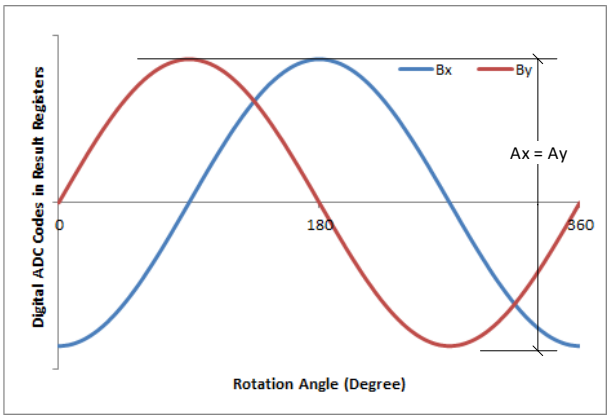
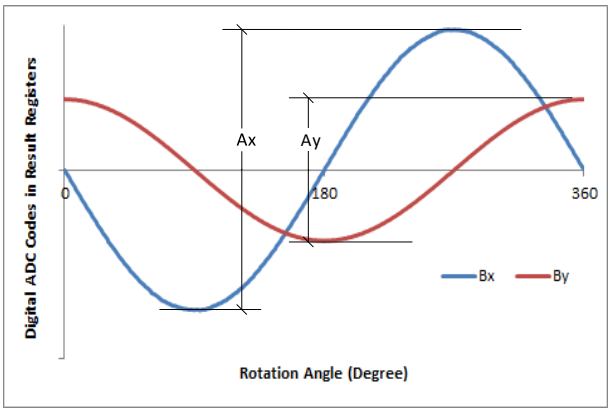

图 8-6. X and Y Sensor Data for Full 360 Degree Rotation for On-Axis Measurement
图 8-7. X and Y Sensor Data for Full 360 Degree Rotation for Off-Axis Measurement
3. Measure the maximum peak-peak ADC code delta for each axis, Ax and Ay, as shown in 图 8-6 or 图 8-7.